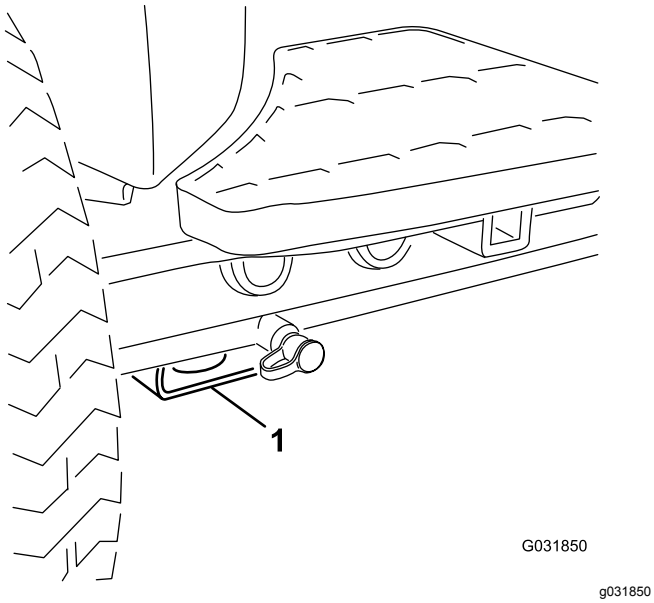

Figur 74
- Foran – rektangulær plate under akselrøret, innenfor hver av de fremre festepunktene (Figur 74).